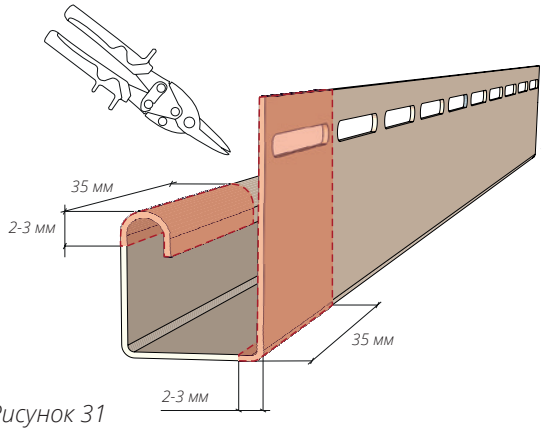
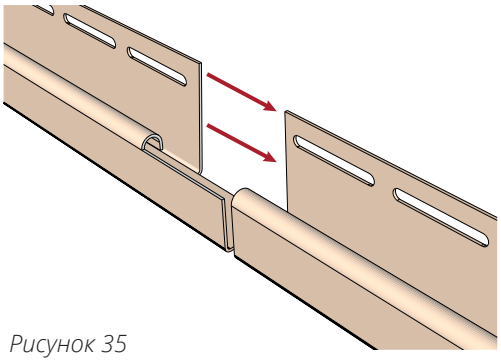

Рисунок 31
Рисунок 35
12.8 В случае если высота угла здания превышает длину J-профилей, образующих внутренний угол, его необходимо подрезать согласно рис. 31, 32.
12.9 В случае необходимости соединения J-профилей между собой горизонтально, сделайте подрез одного из соединяемых J-профилей согласно рис. 31 и 32, далее смонтируйте J-профили, оставив зазор на тепловое расширение 15 мм (рис. 35 и 36), соблюдая общие правила монтажа.